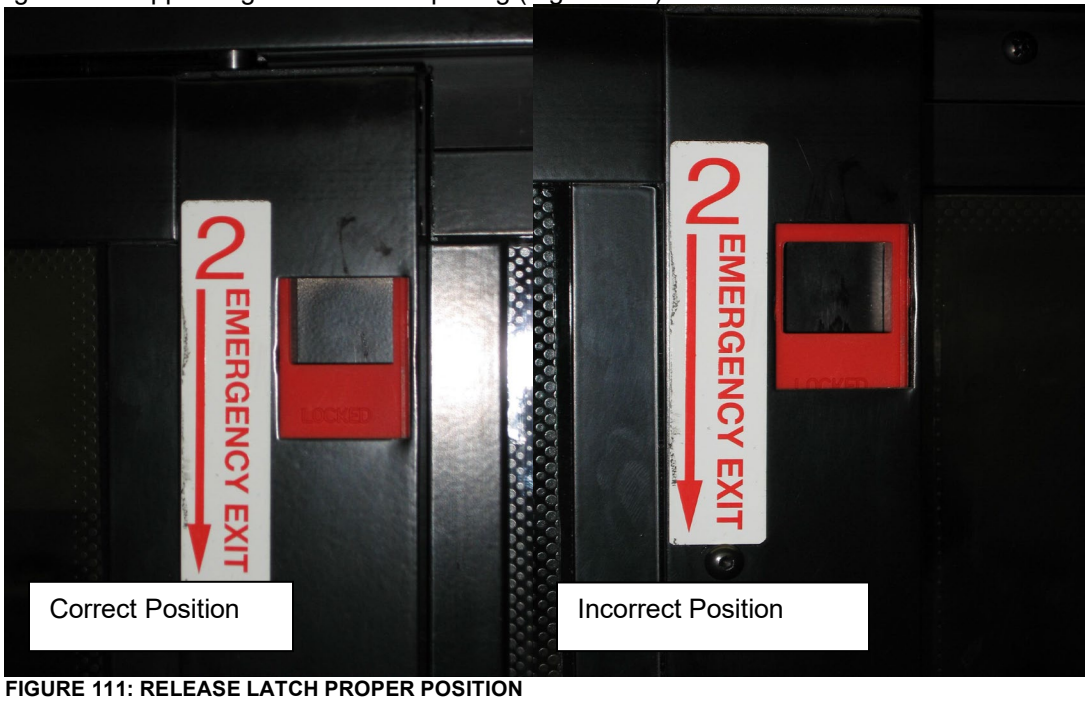

**FIGURE 111: RELEASE LATCH PROPER POSITION**
6. Confirm that both latches are in the closed (latched) position. The upper edge of the latch opening must be aligned with upper edge of the sash opening (Figure 111)